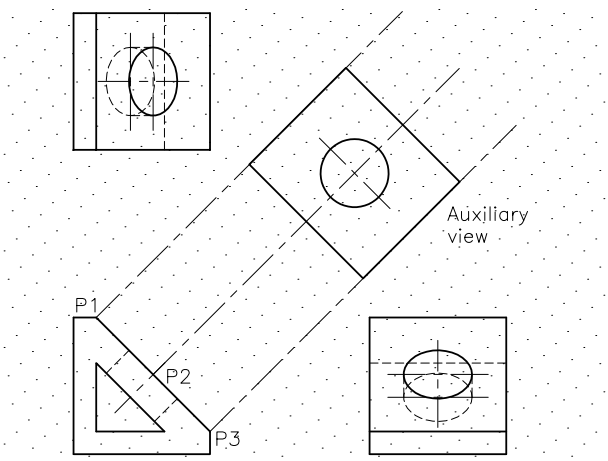

Figure 17-98 *Auxiliary, front, side, and top views*
3. Turn **ORTHO** on, and project points P1, P2, and P3 from the front view onto the auxiliary plane. Now, you can complete the auxiliary view and give the dimensions. The projection lines can be erased after the auxiliary view is drawn, refer to Figure 17-98.